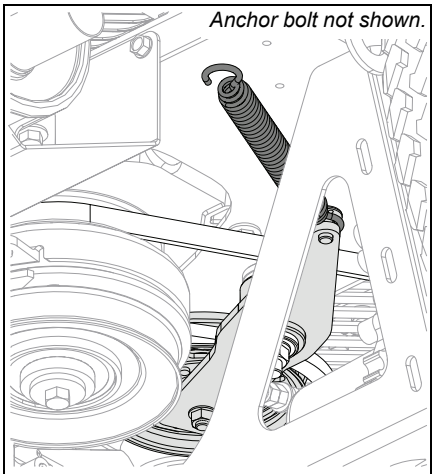

Figure 60
4. Remove transaxle idler spring hook from anchor bolt to release belt tension. See Figure 60.